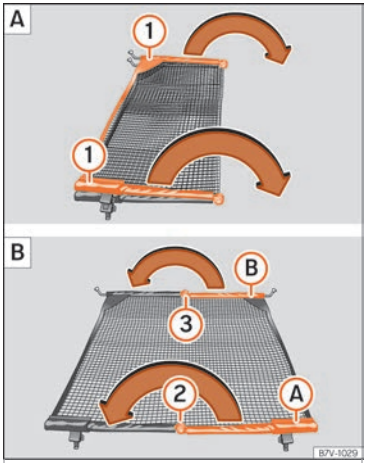

Fig. 170 Unfold the net partition ① then fold it again ② and ③
Fold out the cross support rods ››› Fig. 170 ① for the net partition fully in the direction of the arrow until you hear a "click".
- Press on the release button ››› Fig. 170 ② and bend the rod Ⓐ in the direction of the arrow with the release button pressed.
- Press on the release button ››› Fig. 170 ③ and bend the rod Ⓑ in the direction of the arrow with the release button pressed.